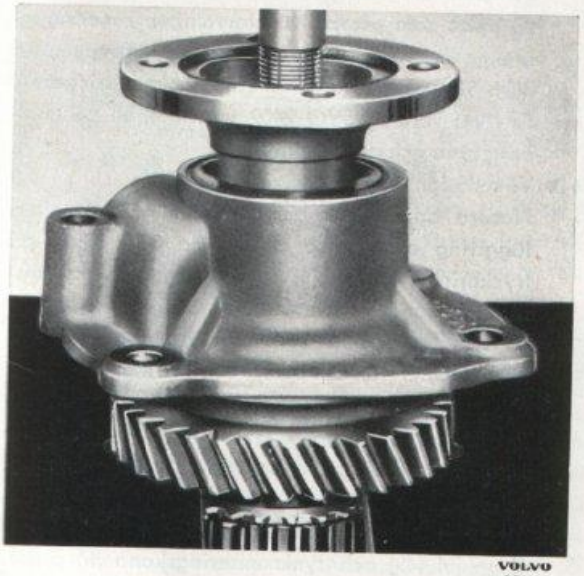

Bild 3-19. Isärtagning av huvudaxel, I
Lossa muttern för medbringaren. Använd därvid verktyg SVO 2409 som mothåll på medbringaren. Skjut kopplingshylsan (41) för 1:an och 2:an framåt. Placera axeln i en press och stöd under 1:ans kugghjul (10). Pressa ut axeln med en dorn, bild 3-19.